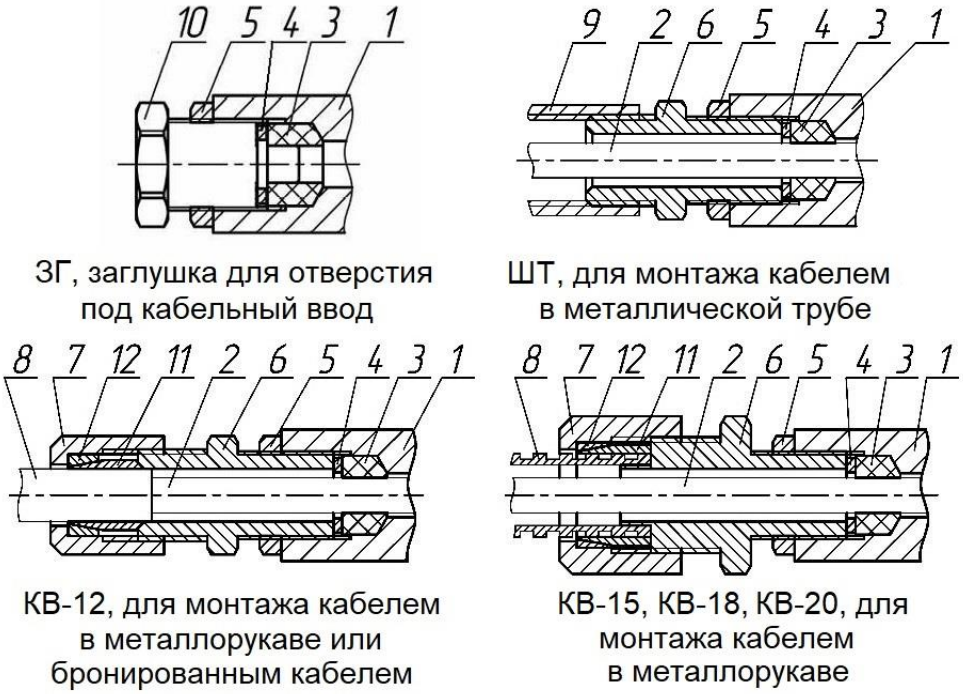

Рисунок 5 – Вводные устройства с одинарным уплотнением
На рис. 5 указана схема подключения оборудования и термокожуха.
- Осуществить монтаж соединительного кабеля в кабельном вводе в соответствии со схемой подключения, рис. 5.
Рисунок 5а – Цифровая плата. Подключение термокожуха с питанием 24-36 и 220 В
Рисунок 5б – Цифровая плата. Подключение термокожуха с питанием 12 В
Рисунок 5в – Подключение термокожуха с питанием по PoE